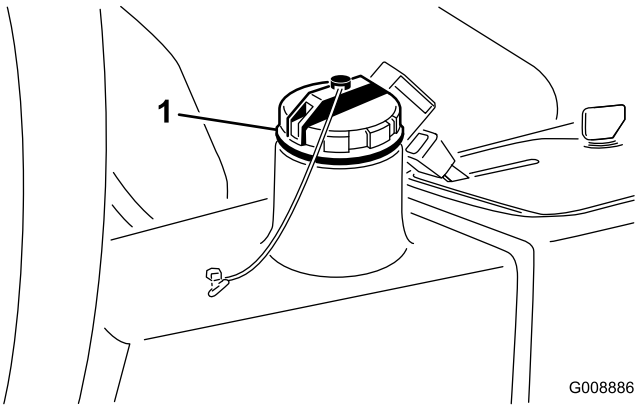

Figura 74
4. Llene el depósito (Figura 74) con aproximadamente 13,2 litros de aceite hidráulico; consulte Comprobación del sistema hidráulico.